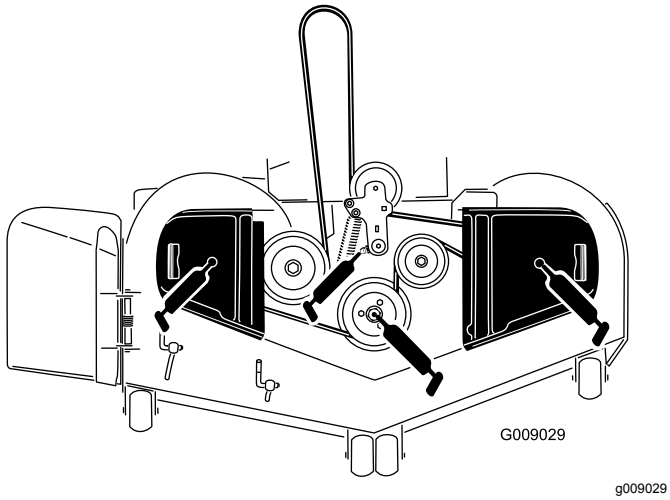

Figura 43
3. Engrase el pivote de la polea tensora de la carcasa del cortacésped hasta que salga grasa por el extremo inferior (Figura 43).
4. Máquinas Serie 6000 con carcasas de 183 cm (72") solamente: engrase los tres cojinetes de los ejes hasta que salga grasa de las juntas inferiores (Figura 43).
6. Engrase el brazo tensor de la correa de transmisión (Figura 43).